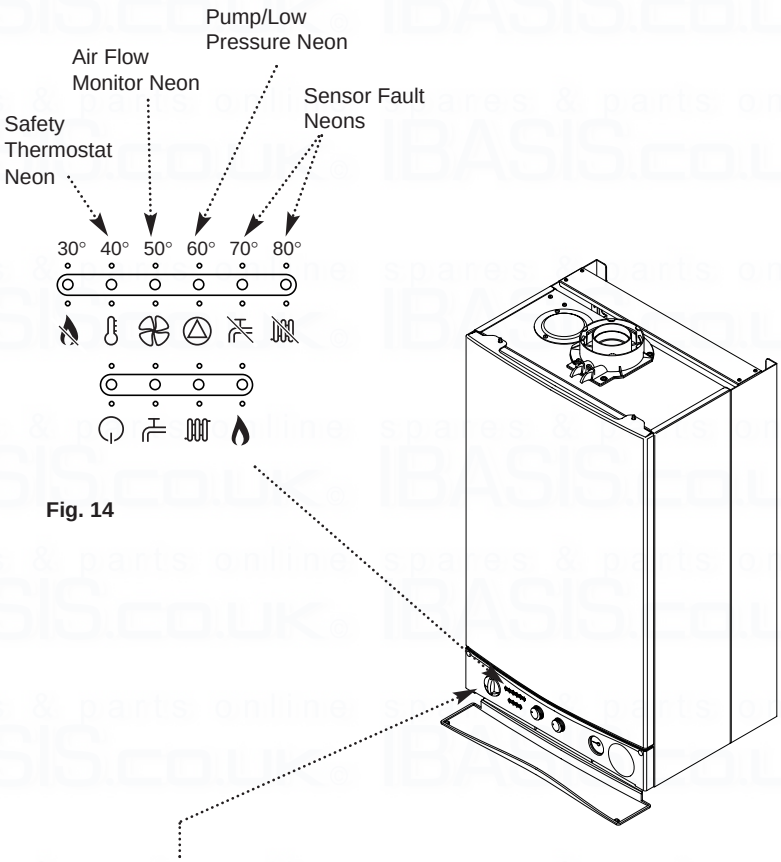

Fig. 14
1. Your Potterton Performa 24i HE is fitted with additional safety devices, which shut down the boiler in the event of the system, the boiler or the flue overheating. The safety thermostat neon ( ) will light in this instance (Fig. 14).
2. If the neon illuminates ( ) it indicates that the flue or flue terminal is blocked or obstructed in some way, or that there is an internal fault. If there is no external blockage of the flue terminal that can be easily removed contact your Installer or Service Engineer (Fig. 14).
1. The neon ( ) will illuminate if the circulating pump is faulty or the system pressure drops below the minimum requirement (Fig. 14).
1. When the ( ) or ( ) neon is illuminated a fault on the hot water or central heating temperature sensor is indicated (Fig. 14). Contact your Installer or Service Engineer.